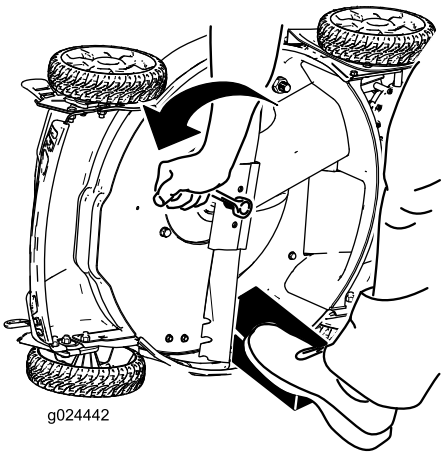

Figur 25
3. Bruk en treblokk til å holde kniven fast (Figur 25).
4. Fjern kniven ved å dreie knivbolten mot urviseren. Ta vare på alle monteringsdelene for å bruke dem ved montering av den nye kniven (Figur 25).